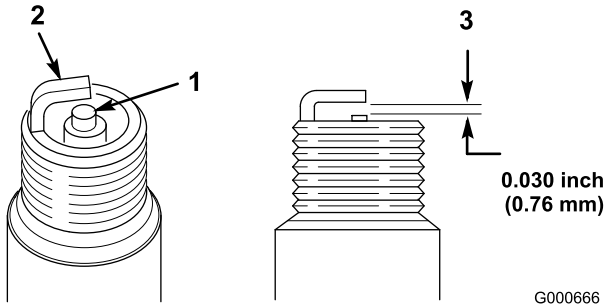

Figuur 26
1. Bekijk de binnenkant van de bougie (Figuur 26). Als de isolator lichtbruin of grijs is, werkt de motor naar behoren. Een zwarte laag op de isolator duidt meestal op een vuil luchtfilter.
2. Controleer de afstand tussen de centrale elektrode en de massa-elektrode (Figuur 26) en verbuig de massa-elektrode als de afstand niet correct is.